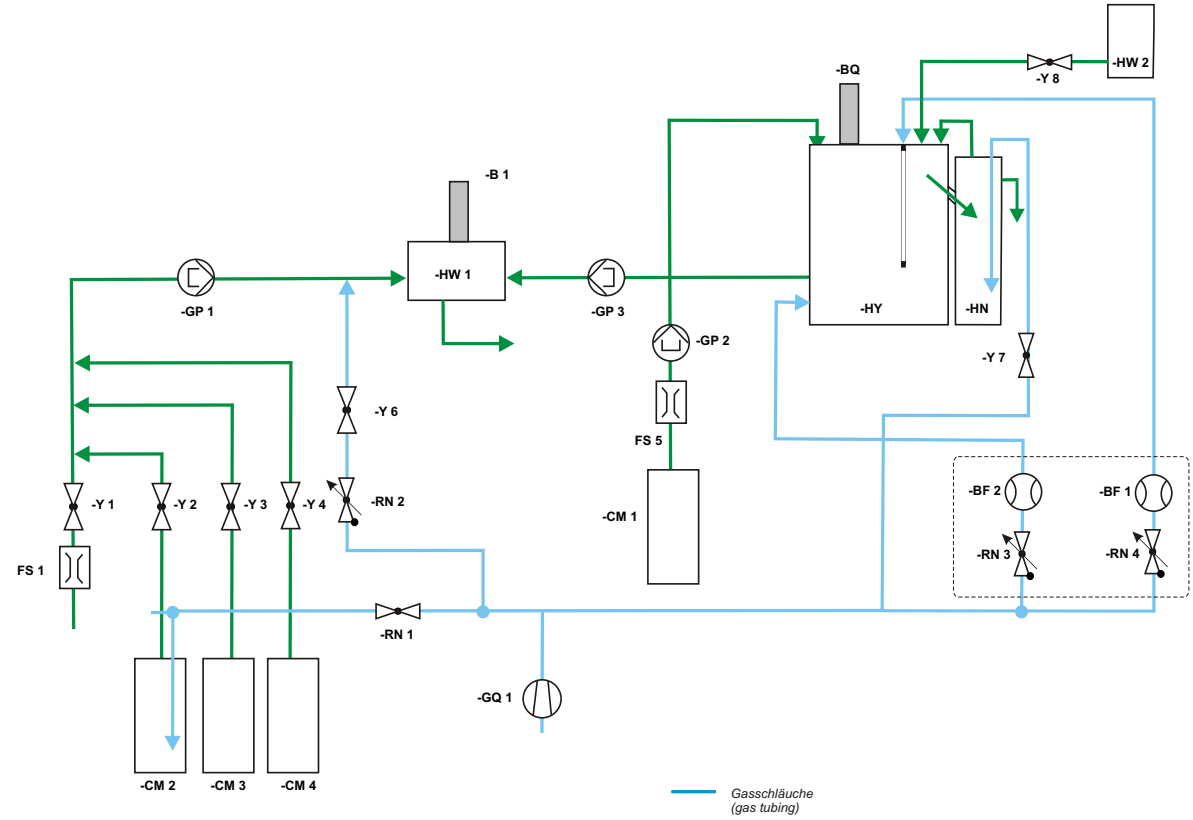

Fig. 6: Flow Diagram
1) Check if drain for all liquids is present	Fig. 6:, page 15
9) Check if all tubes are put in the pinch value and tubing pumps	Fig. 6:, page 15 chapter 3.4, page 11 ff.